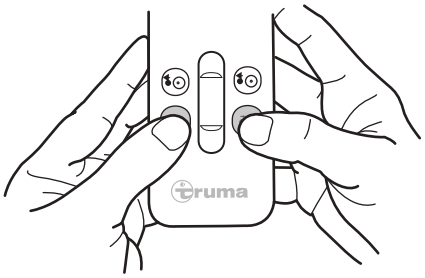

Abb. 14
- ► Zum Anschwenken der Antriebseinheiten beide Tasten ANSCHWENKEN gleichzeitig drücken und gedrückt halten (Abb. 14). Nach 3 Sekunden Sicherheitsverzögerung ertönt ein Signalton und das Anschwenken der Antriebsrollen beginnt.